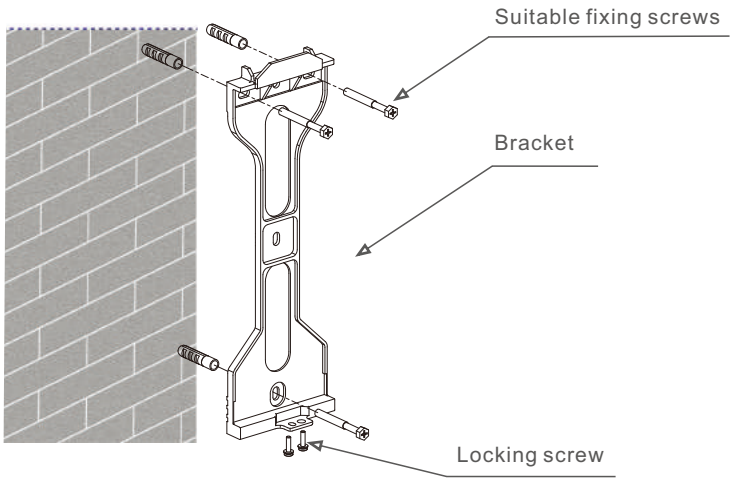
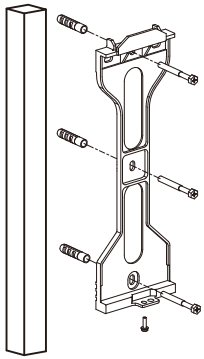

Figure 4.4 Inverter Wall Mounting
Figure 4.5 Inverter Pillar Mounting
Please see Figure 4.4 and Figure 4.5 for instruction on mounting the inverter to a wall.
2.Ensure the bracket is horizontal and the mounting holes (in Figure 4.4 and Figure 4.5) are marked correctly. Drill the holes into the wall or pillar at your marks.